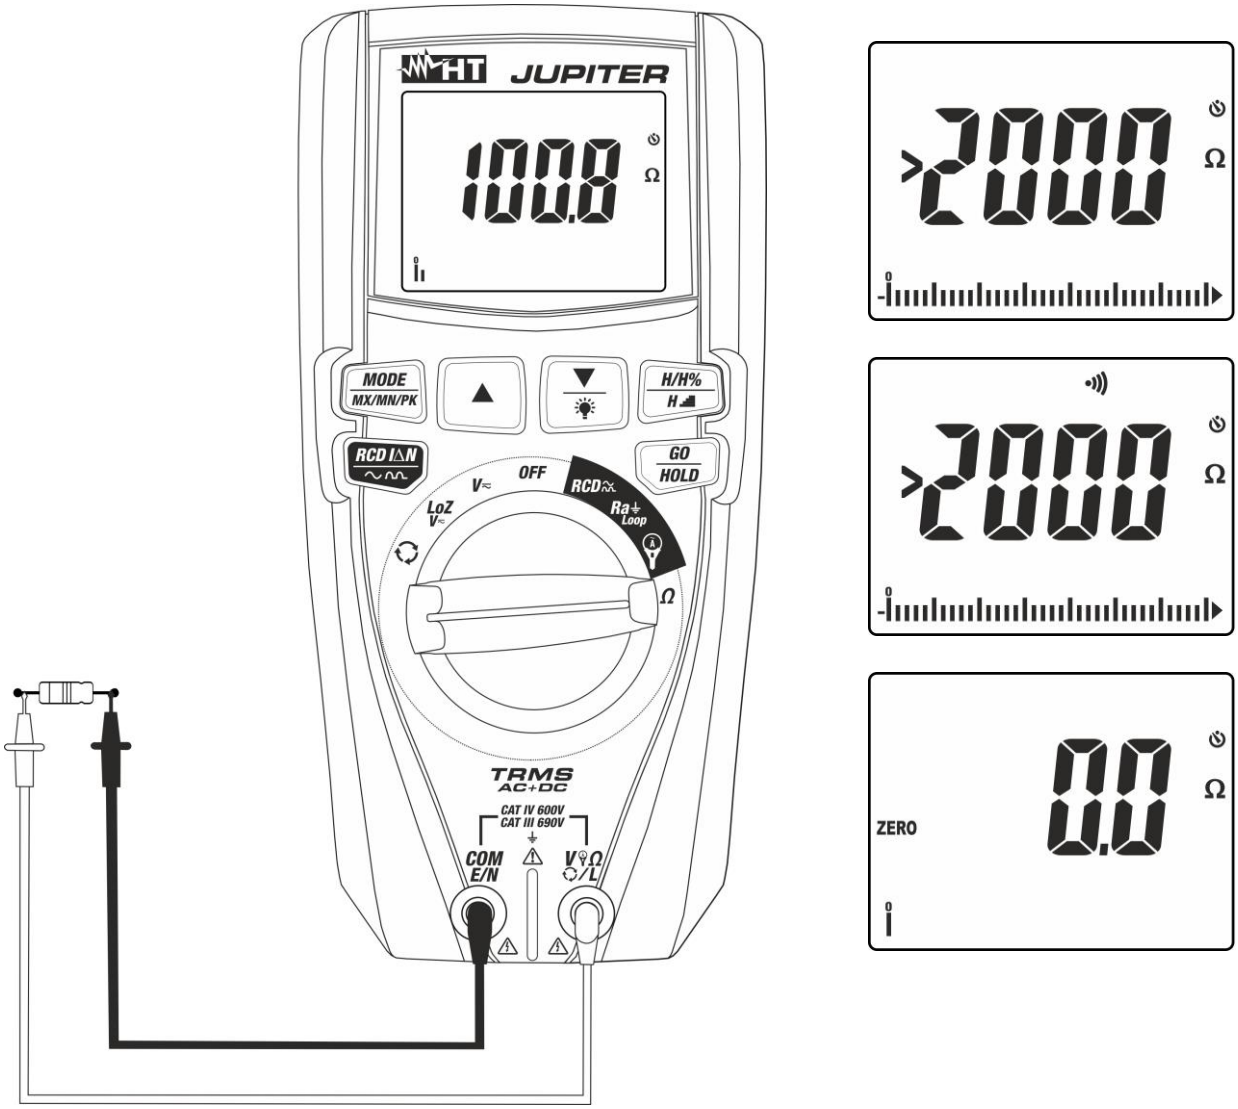

Fig. 11: Uso do instrumento para medir Resistências e efetuar o Teste de continuidade
4. Colocar as ponteiras nos pontos pretendidos do circuito em exame (ver Fig. 11). O valor da resistência é apresentado no display.
5. Se no display aparecer a mensagem "**>2000Ω**" (ver Fig. 11) atingiu-se o fundo de escala do instrumento.